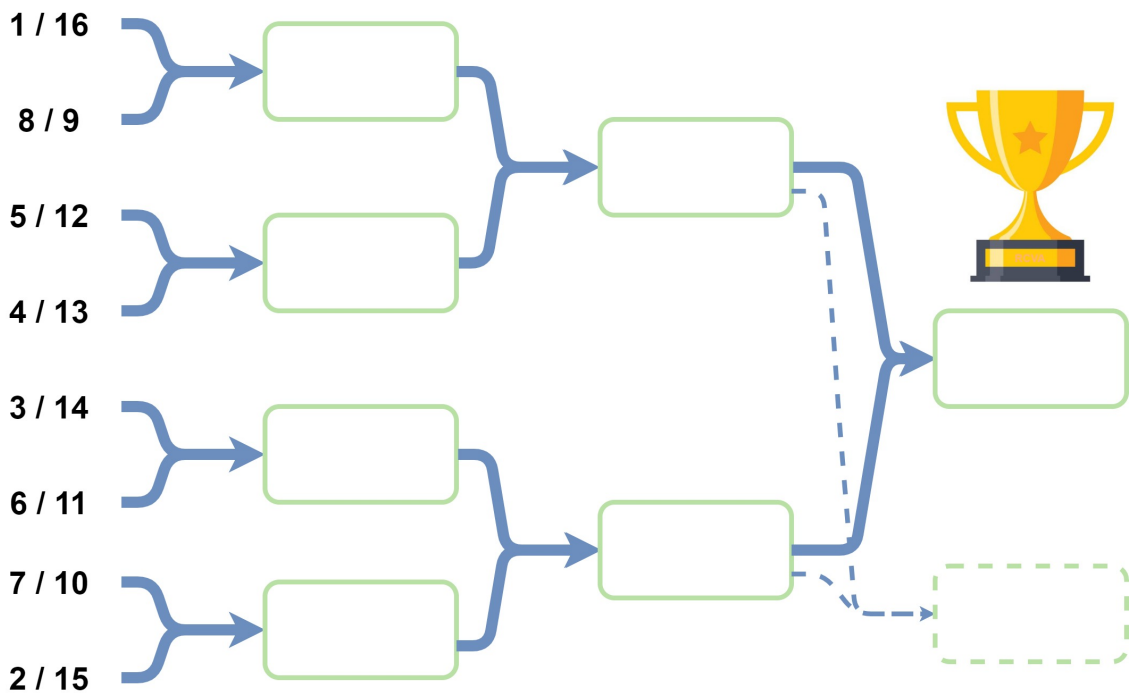

FIGURE 17 – Tableau des phases finales
Chaque équipe vainqueure de son match de barrage sera intégrée au tableau principal de la phase finale de la rencontre (B). À l'issue de la phase de barrage, l'arbre de la phase finale de la rencontre (B) présenté Figure 17 pourra être revu afin de représenter plus fidèlement le niveau de chaque équipe.